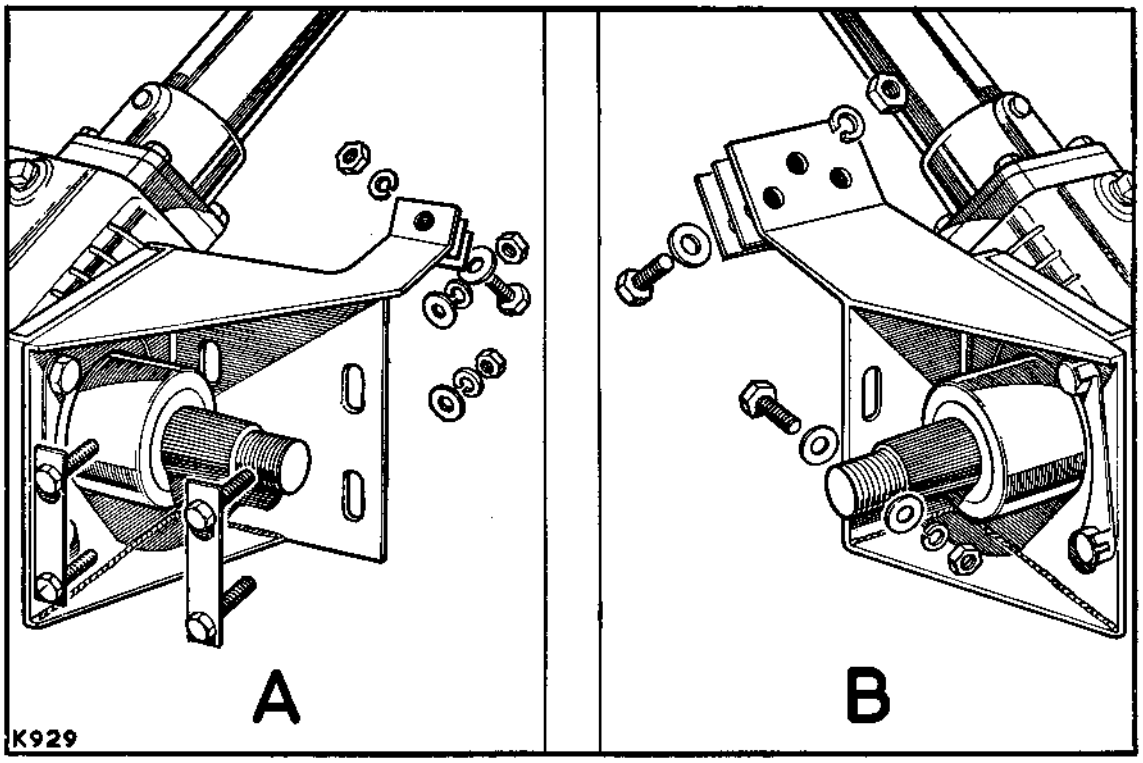

**Fig. G1-41. Fixings, stiffener bracket to toe box**
5. Secure the support and stiffener bracket fixings. Tighten the support bracket to chassis fixing bolts to a torque figure of 15 lb ft (2,0 mkg), see Fig. G1-41 and G1-45.